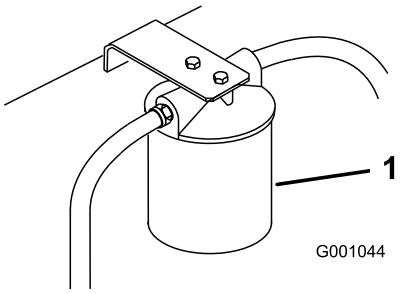

**Figuur 70**
3. Plaats een opvangbak onder het filter. Verwijder het oude filter en veeg de pakking van het filtertussenstuk schoon (Figuur 70).